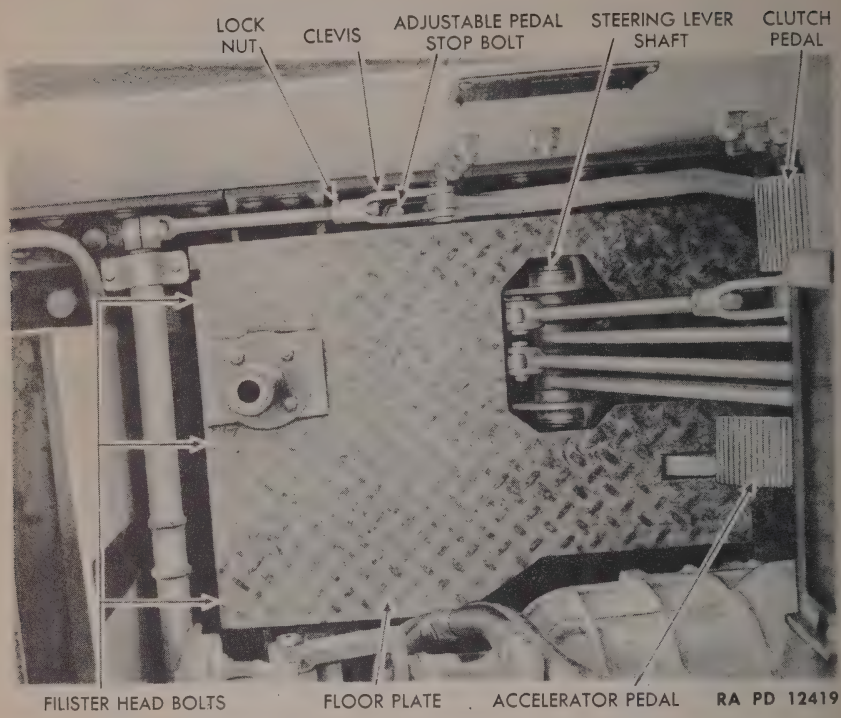

Figure 92—Detail of Clutch Pedal and Steering Lever Linkages
(2) CLOSING THE HOUSING. Replace the plug in the housing ($1\frac{3}{16}$-in. open-end wrench). If the centering bolt was turned down, turn it up ($\frac{7}{8}$-in. open-end wrench) until it is tight, and back it off one full turn. This will give the proper clearance at the bottom of the shoes. Replace the inspection plate, installing a new gasket. Replace the ammunition rack and the breathers.
(3) Adjust the brake shoes (par. 105 b).
e. Removing Steering Levers (fig. 92).